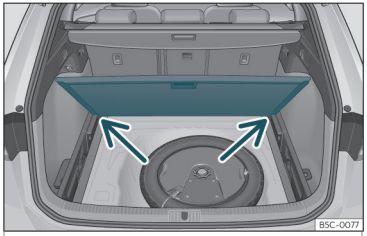

Fig. 114 Piano variabile del bagagliaio: posizione inclinata.
• Appoggiare il piano sugli appositi alloggiamenti››› **fig. 114** (frecce).